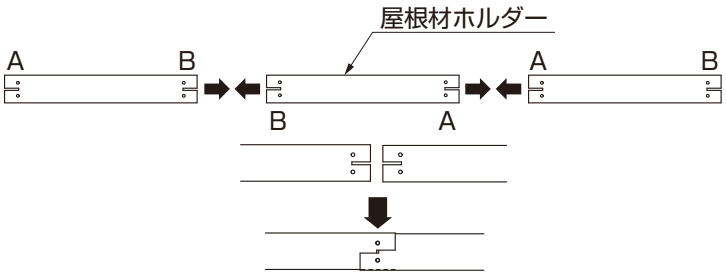

図6-4
- ●2本目以後の取付けは、1本目の屋根材ホルダーと反対向きにして、切り込み部分をかみ合わせるように取付けてください。(図6-4参照)